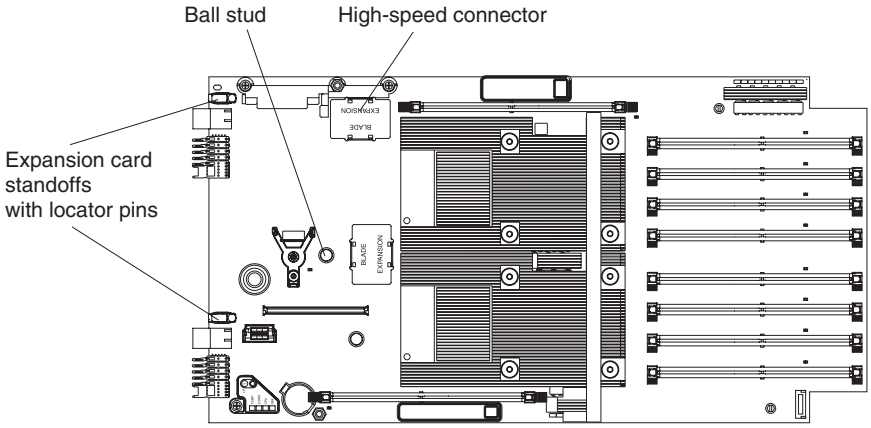

Figure 14. Expansion card connector, locator pins, and ball stud
3. Remove the connector cover or any optional card from the high-speed connector. Figure 14 on page 26 shows the location of the high-speed connector.